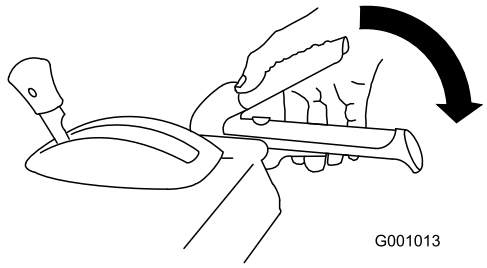

Rysunek 30
1. Aby załączyć napęd śruby śnieżnej/ wirnika, przyciśnij prawą dźwignię (śruba śnieżna/ wirnik) do uchwytu (Rysunek 30).